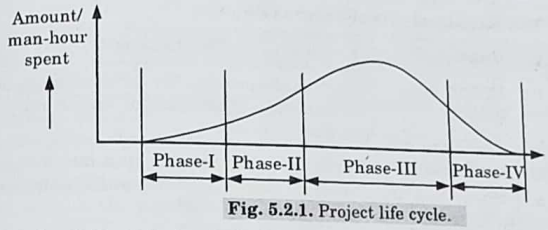

Fig. 5.2.1. Project life cycle.
5. This can be illustrated by project life cycle curve as shown in Fig. 5.2.1.